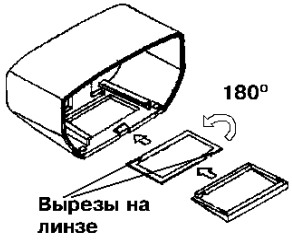

Рисунок 30
- **ВНИМАНИЕ!** выдвинуть линзу, повернуть ее на 180^0 (рисунок 30), установить в крышку так, чтобы одинарный вырез был направлен внутрь корпуса, гладкая сторона линзы должна быть направлена наружу;